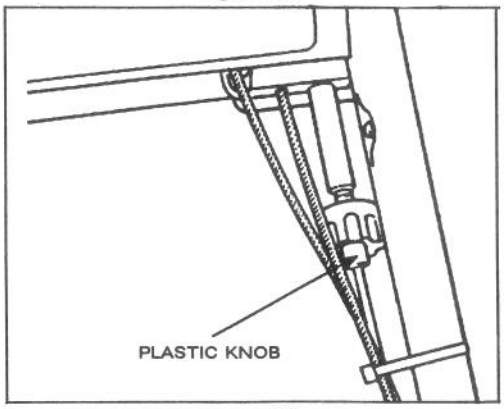

Figure 19
3. To adjust wheel drive cable, rotate knob under left front of control panel (Fig. 19). Rotate knob in positive (+) direction to increase distance between control bar and handle. Turn knob in negative (-) direction to decrease distance between control bar and handle.